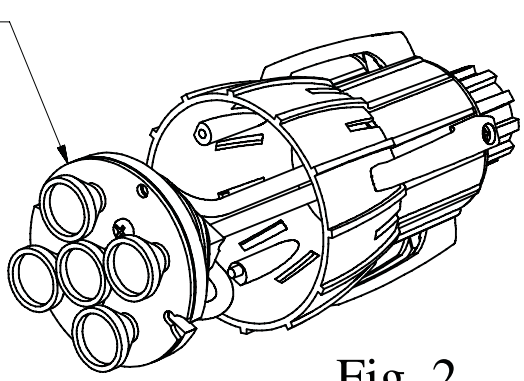

Fig. 2
2) Remove "LED assembly" by unplugging wire harness attached to the assembly and remove. (See Fig. 2)